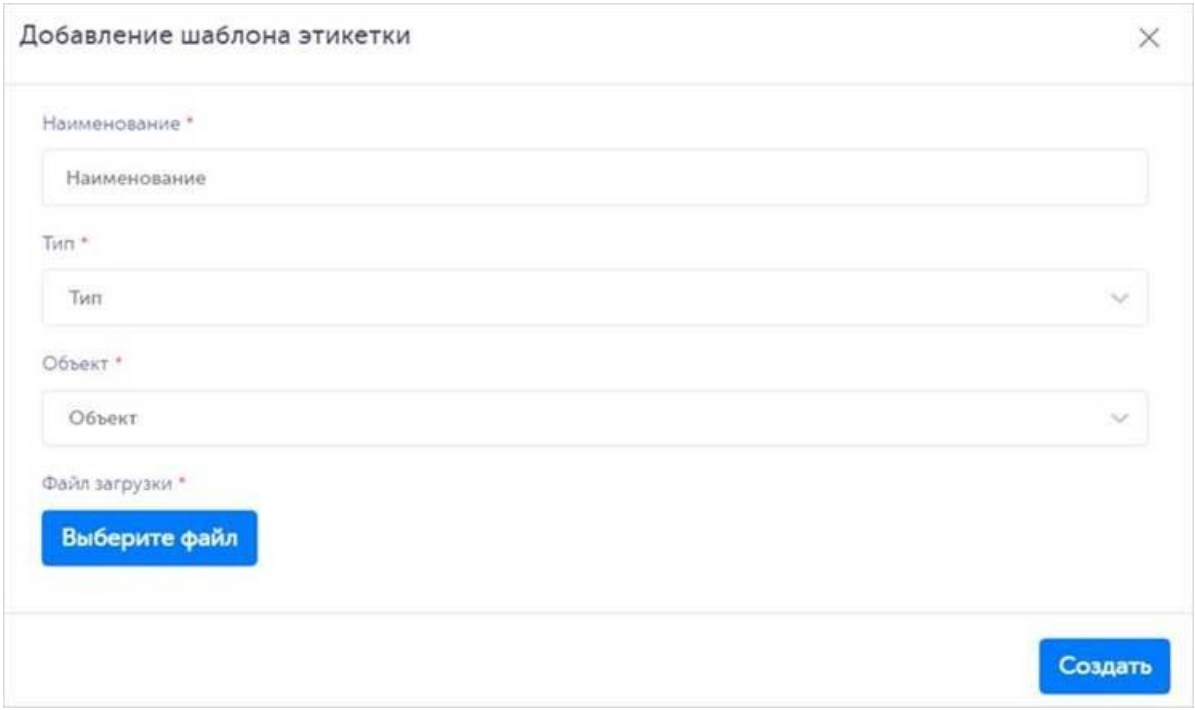

Рисунок 2-132
2) в открывшейся форме «Добавление шаблона этикетки» (Рисунок 2-132) заполнить соответствующие поля;